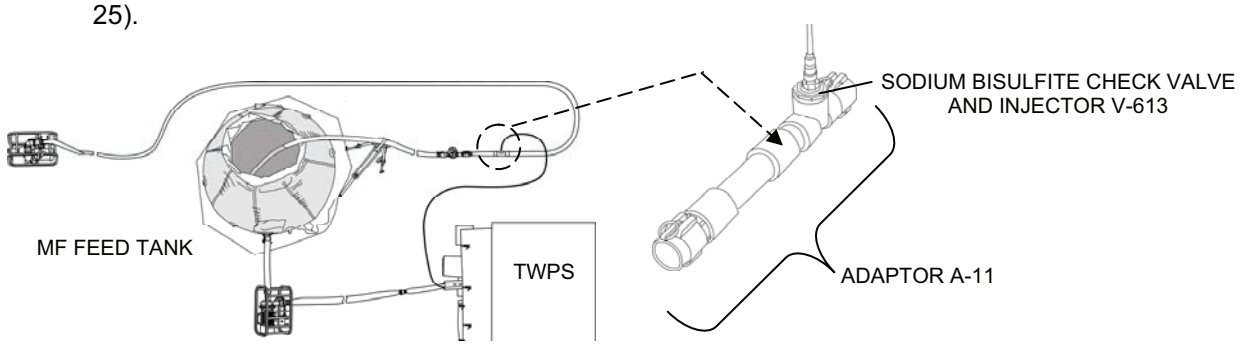

Figure 25. Sodium Bisulfite Chemical Injection Point.
- Injection Check Valve V-613, V-623 or V-633 (Figure 25)
- Sodium bisulfite is injected through Adaptor A-11 in the raw water line to the MF feed tank (Figure 25).